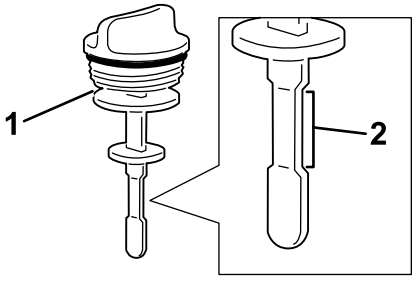

Bild 108
4. Nehmen Sie den Peilstab aus dem Füllstutzen und prüfen Sie den Ölstand (Bild 108).